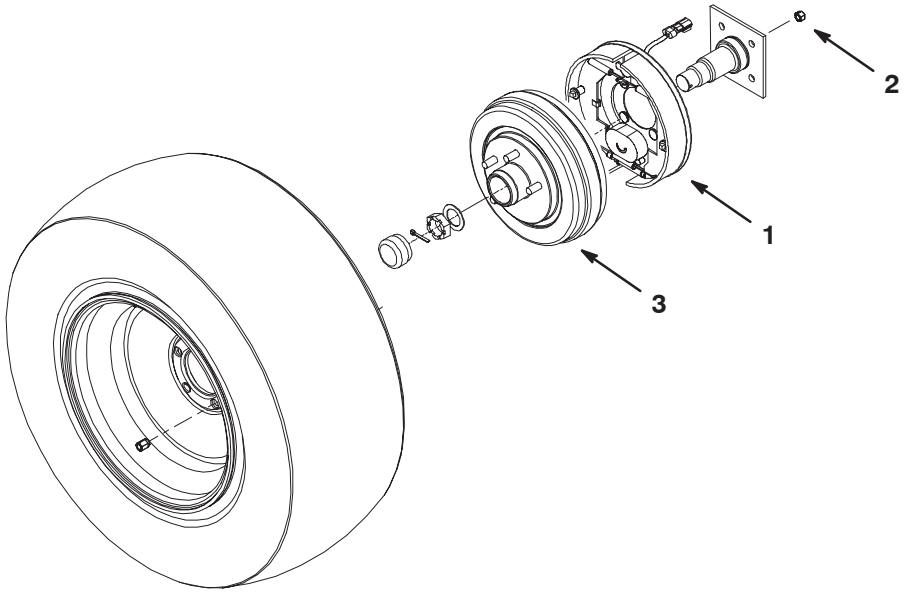

Figure 3
5. Insert the left brake assembly onto the axle shaft and secure it to the wheel hub with (4) 7/16” nuts. Position the brake assembly onto the axle as shown in figure 3.
7. Mount the new wheel and tire assembly to the brake drum with the (5) lug nuts included (Fig. 3).